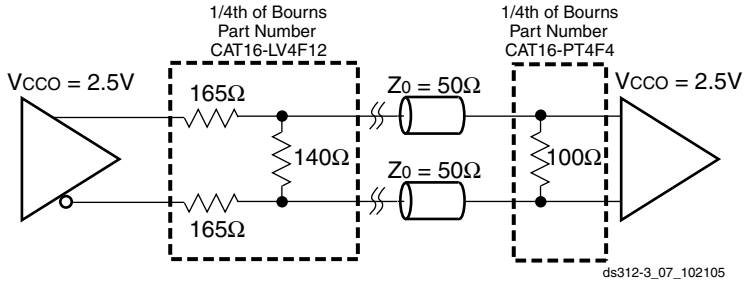

Figure 72: **External Termination Resistors for BLVDS I/Os**
2. Output voltage measurements for all differential standards are made with a termination resistor (R_T) of 100Ω across the N and P pins of the differential signal pair. The exception is for BLVDS, shown in Figure 72 below.